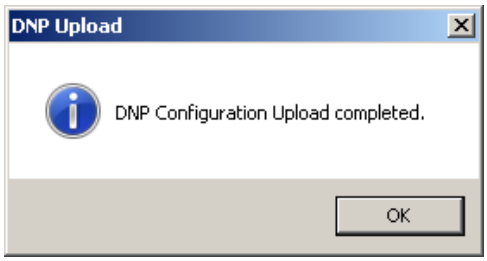

Figure 3-82 DNP Upload Complete Screen
4. When the DNP Configuration file has been uploaded TapTalk® will display a confirmation screen (Figure 3-82). Select **OK**. TapTalk will return to the Main Screen.